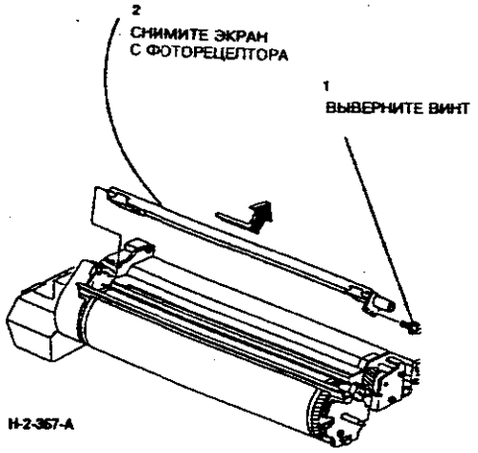

**Рисунок 1. Снятие узла экрана скоротрона**
3. (Рисунок 1) Снимите узел экрана скоротрона.